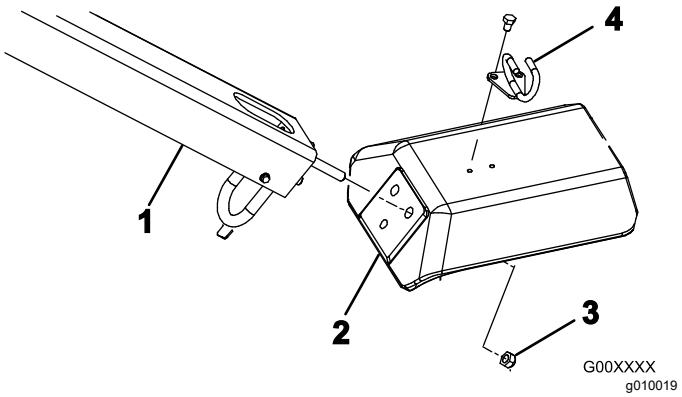

**Figure 4**
2. Insert the handle mounting studs into the holes in the fork (Figure 4).
3. Secure handle studs to fork (Figure 4) with 3 locknuts (1/2 inch).
5. Mount the cable guide to the top of the fork (Figure 4) with 2 bolts (5/16 x 1/2 inch).